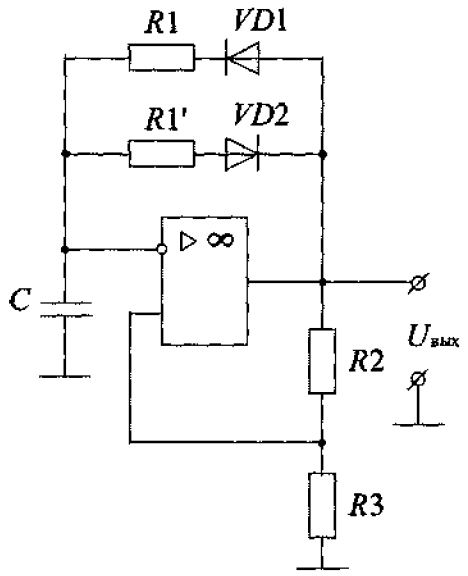

Рис. 48. Схема автоколебательного мультивибратора на ОУ
2. Задача 2. Определите длительности импульсов $t_{и1}$, $t_{и2}$ и период колебаний T мультивибратора на ОУ (рис. 48) для значений C, R_1 R'_1, R_2 R_3, приведенных в таблице 37.